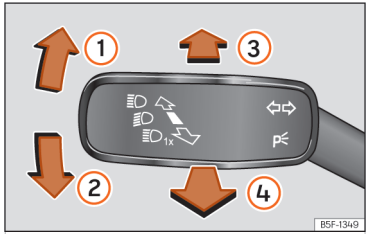

Abb. 105 Blinker- und Fernlichthebel.
- Drücken Sie den Blinker- und Fernlichthebel aus der Ausgangsstellung nach vorne ››› (Abb. 105) ③.
- **ODER:** Ziehen Sie bei eingeschaltetem Fernlichtassistenten den Blinker- und Fernlichthebel nach hinten ››› (Abb. 105) ④.